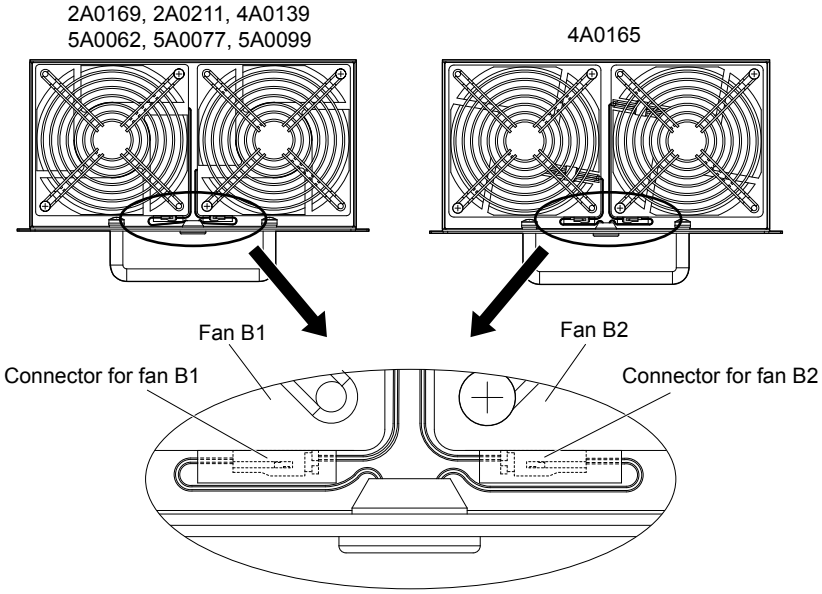

Figure 7.24 Cooling Fan Wiring: 2A0169, 2A0211, 4A0139, 4A0165, and 5A0062 to 5A0099
2. Place the fan connector covered by the tube as shown in *Figure 7.24*.